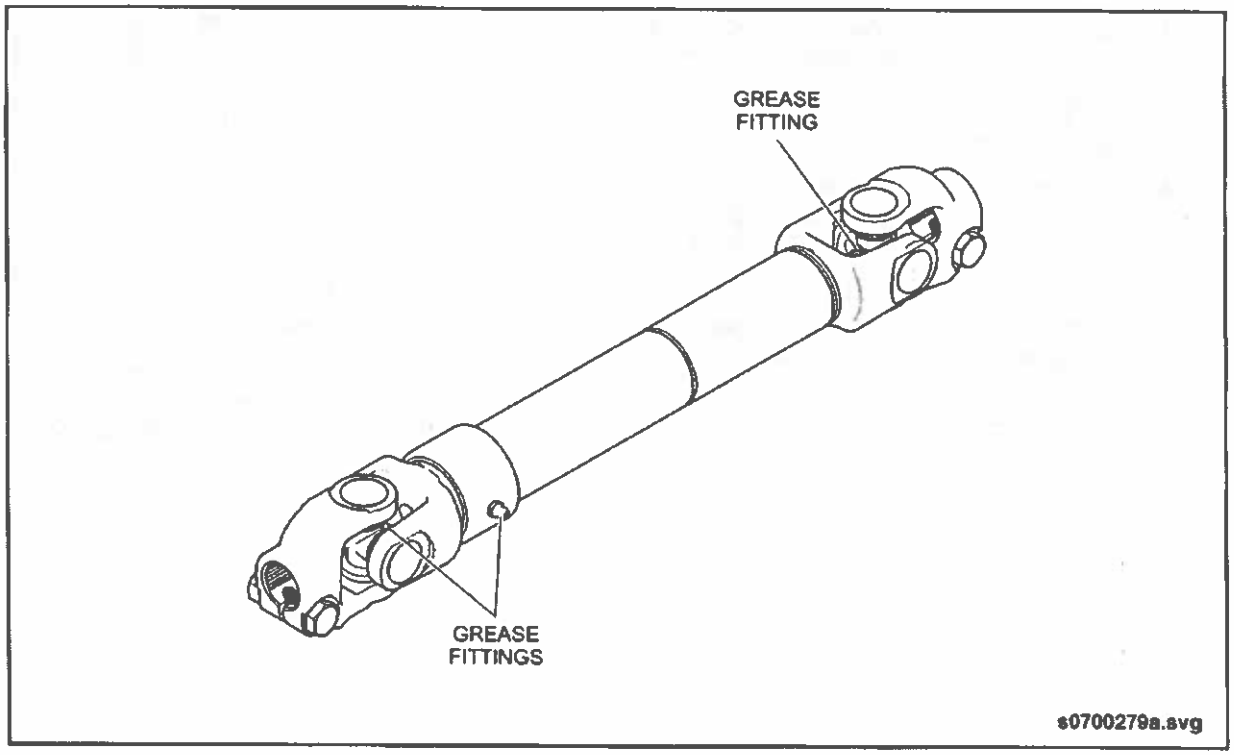

Fig. PM-9: Steering Driveshaft Lubrication Points
2. Purge lubricate through the grease fittings until fresh grease flows out of all four bearing cup seals. Refer to 2.33. "Fluid & Lubrication Guide" on page 86 in this section for grease specifications. See "Fig. PM-9: Steering Driveshaft Lubrication Points" on page 21.